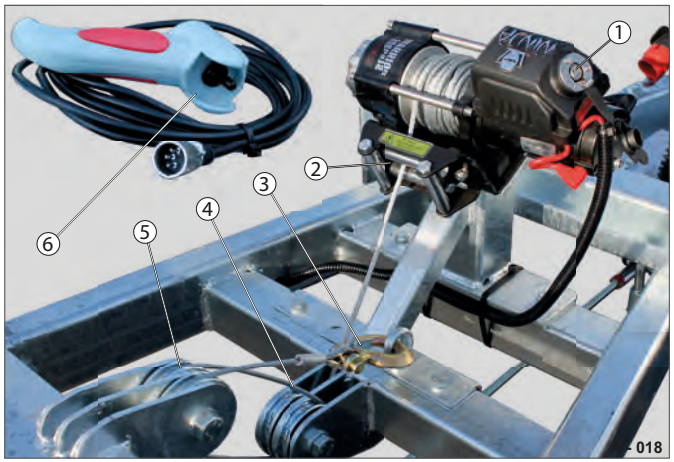
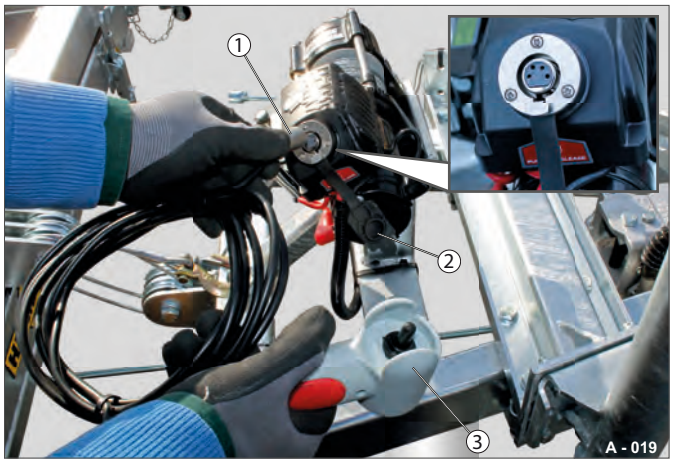

Fig. 9 Spil i kørselsstilling
Fig. 10 Tilslutning af fjernbetjeningen
▶ Træk lukkekappen (Fig. 10 /2) af stikbøsningen (Fig. 9 /1).
▶ Sæt stikket (Fig. 10 /1) i.
▶ Hold hånd-fjernbetjeningen (Fig. 10 /3) fast, og vikl den nødvendige længde kabel ud.